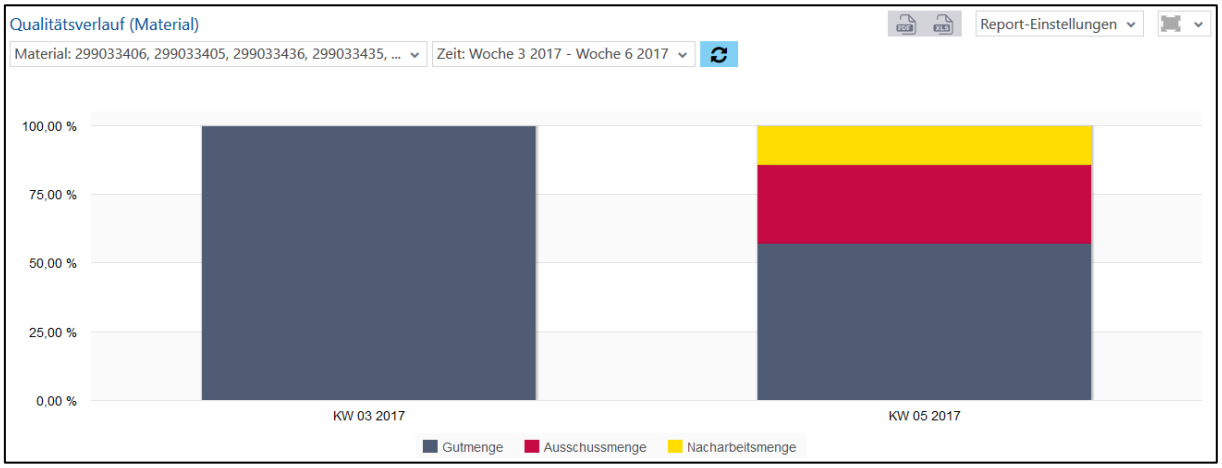

**Bild 119: Qualitätsverlauf (Material) als Säulendiagramm**
- Qualitätsverlauf (Material) als Säulendiagramm (Bild 119):